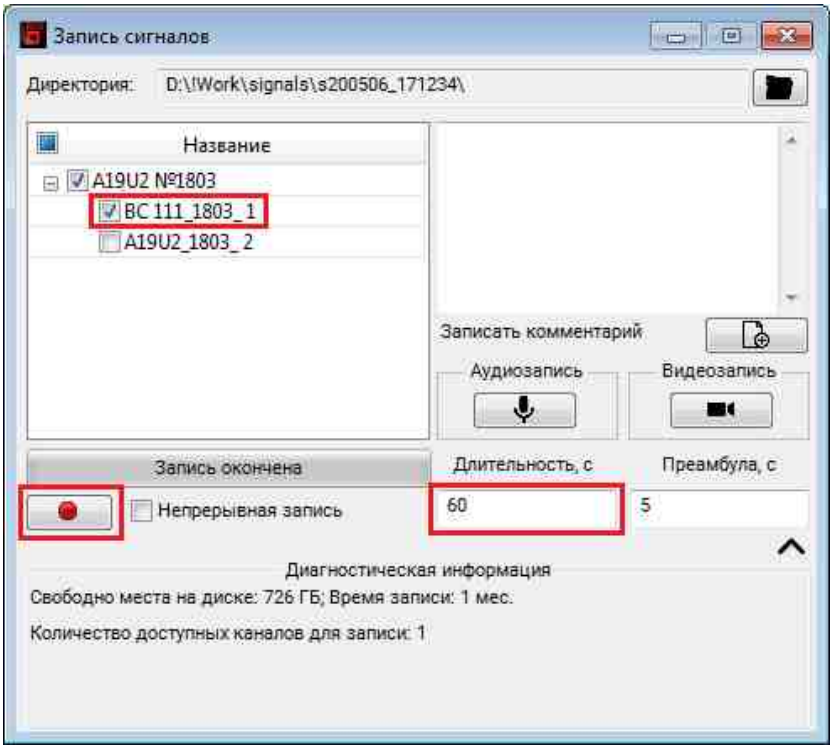

Рис. 1.1 Программа «Запись сигналов»
2. В открывшемся окне программы «Запись сигналов» (*Рис. 1.1*):